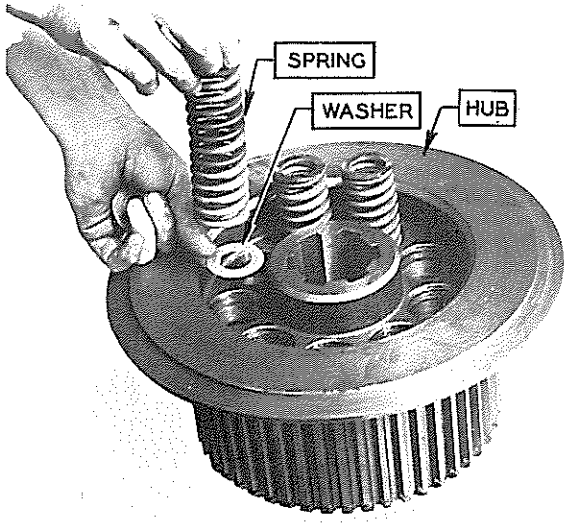

FIG. 15
1. Place steering clutch hub on bench or some flat surface with spring holes up. Fig. 15.